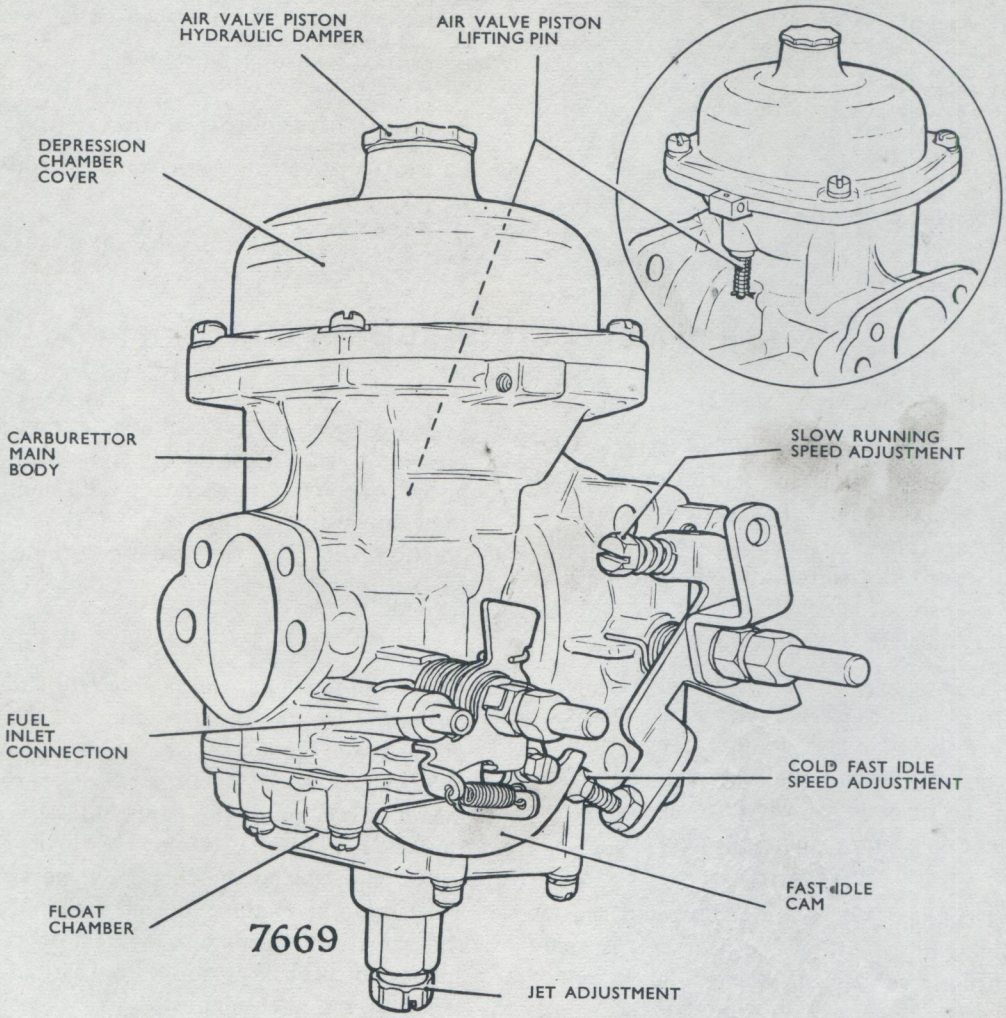

Fig. 2. *Stromberg CD carburettor—general view*
2. Check that each carburettor air valve piston(5) falls freely when lifted to its full extent and then allowed to fall. Each piston should require a noticeable effort to lift it against the action of its hydraulic damper (33) and should fall with a distinct "tap" sound onto the carburettor body.
3. Check that the slow running is correctly set by raising each piston with its lifting pin one piston at a time, without opening the throttles while the engine is running. The lifting pin is shown in Fig. 2. When this is done the engine speed should fall slightly. Incorrect adjustment of the slow running on one or both carburettors will affect the whole range of fuel metering by the jet(s) and needle(s).
5. Check the entire system for fuel leaks, particularly between the float chamber and centralising bolt, and between this bolt and the jet adjustment. "O" rings (16) and (18) are used between those items.
7. Check the "O" ring (24) between the jet (26) and jet bushing (25) is not missing and that it makes a good seal between these items.
8. Check that the diaphragm (31) is not damaged and that it is correctly fitted at its inner and outer edges.